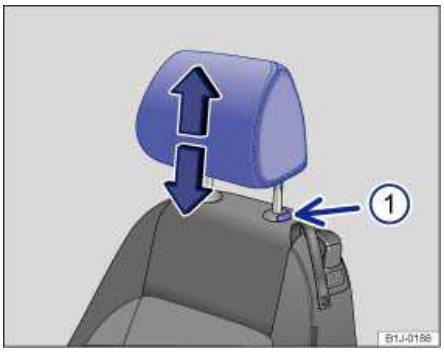

Fig. 46 Adjusting the front head restraints.
- Pull the head restraint up in the direction of the arrow, or push it down while pressing the button ⇒ fig. 46 (1) ⇒.